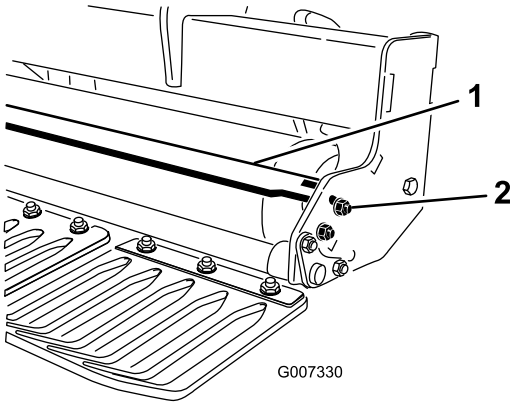

Figur 13
1. Løsn de fastgørelsesanordninger, der fastgør hver ende af skraberen til rulleskraberens tap (Figur 13).